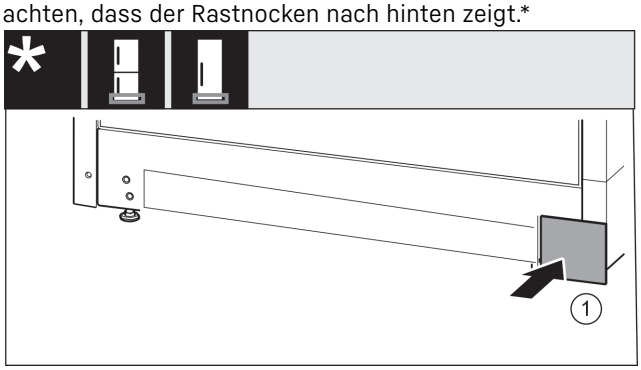

Fig. 50
- ▶ Abdeckung *Fig. 50 (1)* auf der anderen Seite wieder aufsetzen.